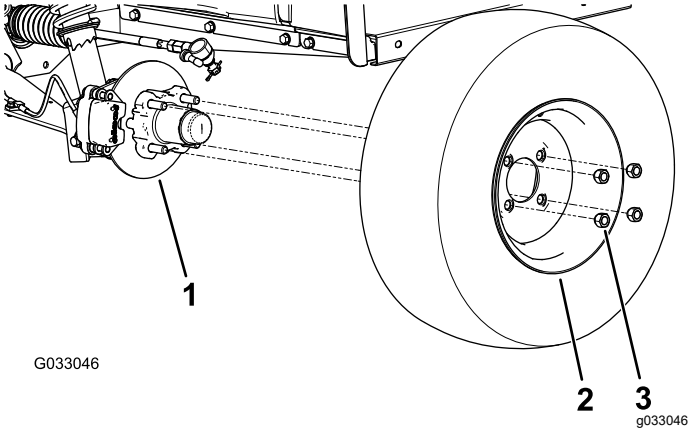

Figuur 28
2. Verwijder de 4 wielmoeren waarmee het wiel aan de naaf bevestigd is (Figuur 28).
4. Lijn de openingen in het wiel uit met de bouten van de naaf en monteer het wiel op de naaf met het ventiel naar buiten gericht (Figuur 28).
5. Bevestig het wiel aan de naaf met de wielmoeren (Figuur 28).